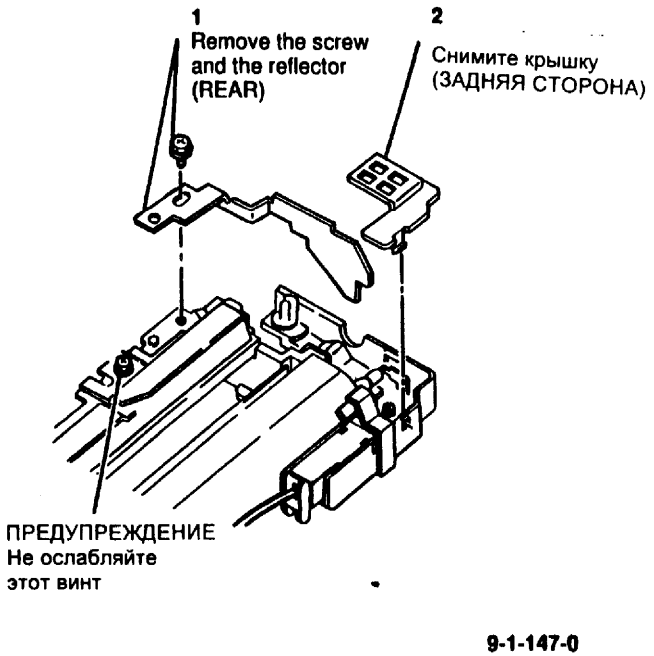

Рис. 1 Снимите задний отражатель и крышку
3. (Рис. 1, 2 и 3) Снимите лампу экспонирования.